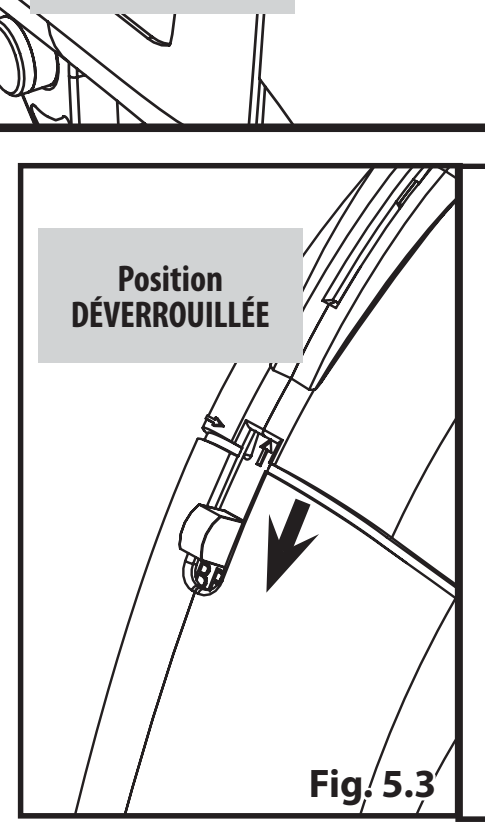

Fig. 5.3
- **a.** Poussez le bouton de retenue des billes BB complètement vers l'arrière, en position DÉVERROUILLÉE (Fig. 5.3)
IMPORTANT: Les billes BB passeront du réservoir au magasin seulement si la carabine est inclinée vers le bas et si le bouton de retenue des billes BB est en position DÉVERROUILLÉE (Fig. 5.3).
- **a.** Glissez le bouton de retenue des billes BB sur la position DÉVERROUILLÉE (Fig. 5.3)